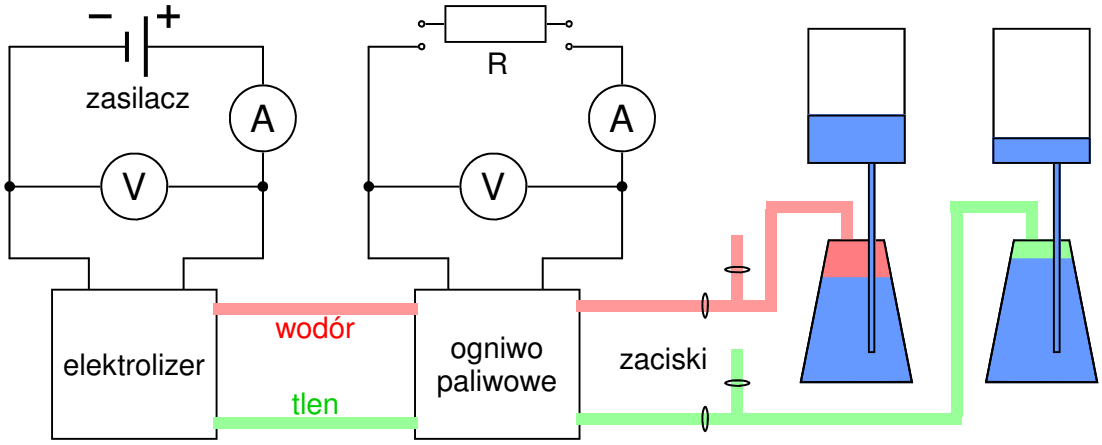

Rys. 3. Schemat połączeń aparatury w ćwiczeniu
A) Przed uruchomieniem urządzeń sprawdzić poprawność połączeń elektrycznych wedle schematu załączonego na rys. 3 oraz czy wszystkie zaciski zamykające przepływ gazów w rurkach są zakręcone. W razie wątpliwości lub nieprawidłowości skonsultować się z obsługą laboratorium.